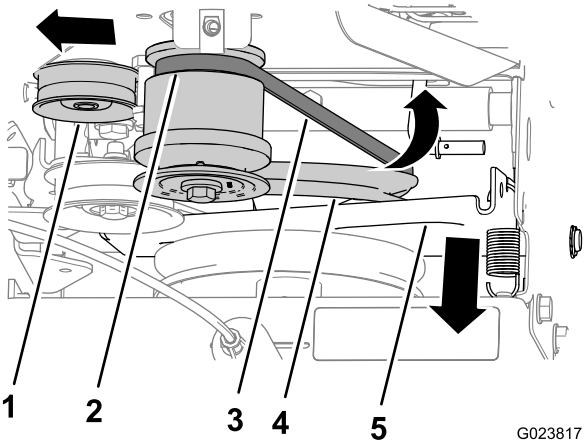

Figur 42
4. Sving trekkontrollbraketten og trekkfunksjonsskiven fremover (Figur 42).
5. Trekk spennremskiven utover (Figur 42).
7. Før remmen ut av det bakre sporet i motorremskiven, og fjern remmen fra maskinen (Figur 42).
2. Juster remmen i sporet på undersiden av trekkfunksjonsskiven (Figur 42).
3. Trekk spennremskiven utover (Figur 42).
4. Plasser remmen i det bakre sporet i motorremskiven (Figur 42).